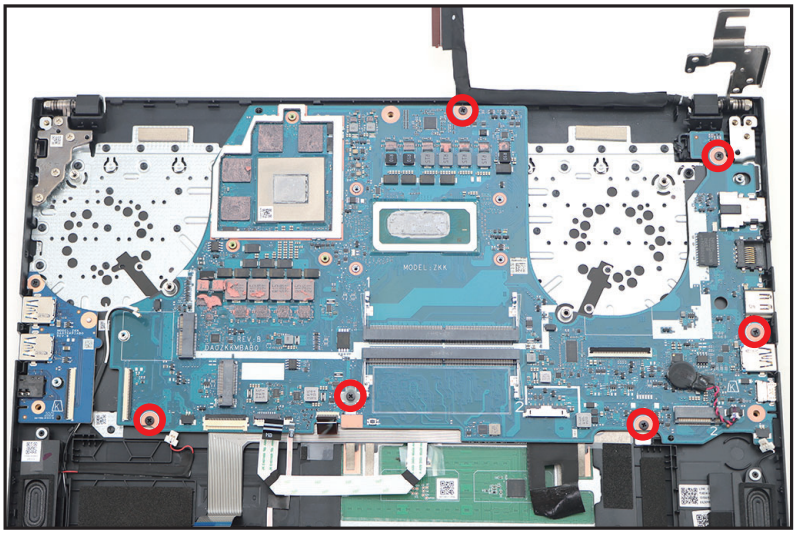

Figure 1-42. Mainboard Removal
13. Remove six (6) screws securing the mainboard (Figure 1-42).